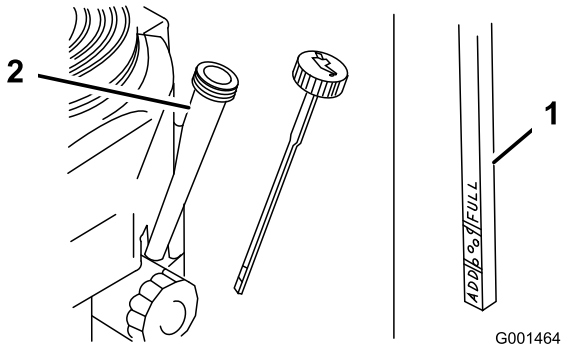

Figura 31
4. Limpie alrededor de la varilla de aceite (Figura 31) para impedir que caiga suciedad por el orificio de llenado y cause daños en el motor.
5. Desenrosque la varilla de aceite y limpie el extremo (Figura 31).
6. Deslice la varilla a fondo en el tubo de llenado, pero no la enrosque en el tubo (Figura 31).
9. Vierta lentamente un 80% aproximadamente de la cantidad especificada de aceite por el tubo de llenado (Figura 31).